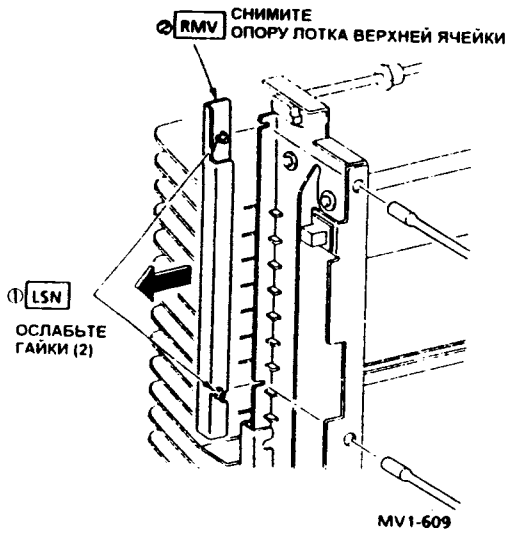

Рис. 2
11. (Рис. 2): Снимите опору лотка верхней ячейки.